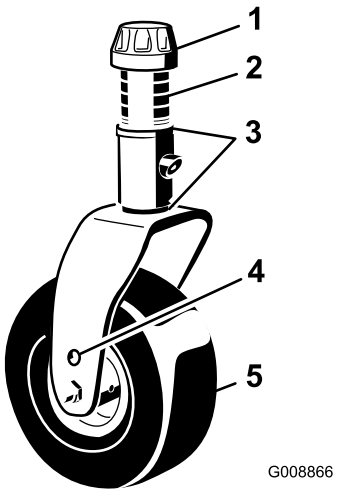

図 26
3. 刈高がステッカー 図 26 と合わない場合には、シム 3mm を前キャスタフォークに取り付けて調整する デッキのピッチの調整 (ページ 56)を参照。